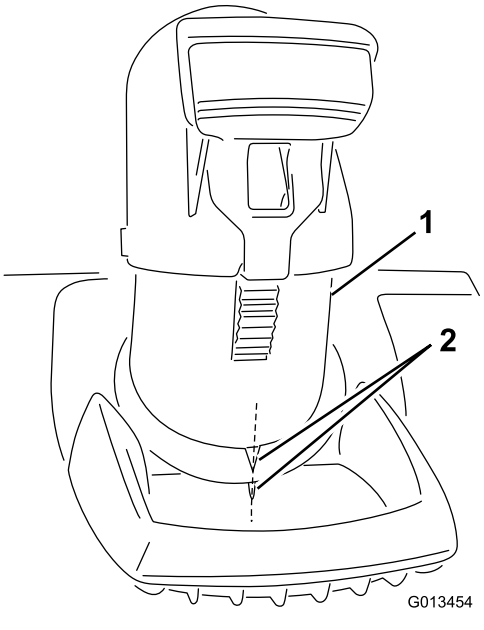

**Bild 3**
***Wichtig:*** **Fluchten Sie den Pfeil am Auswurfkanal mit dem Pfeil am Gehäuse aus (Bild 3).**